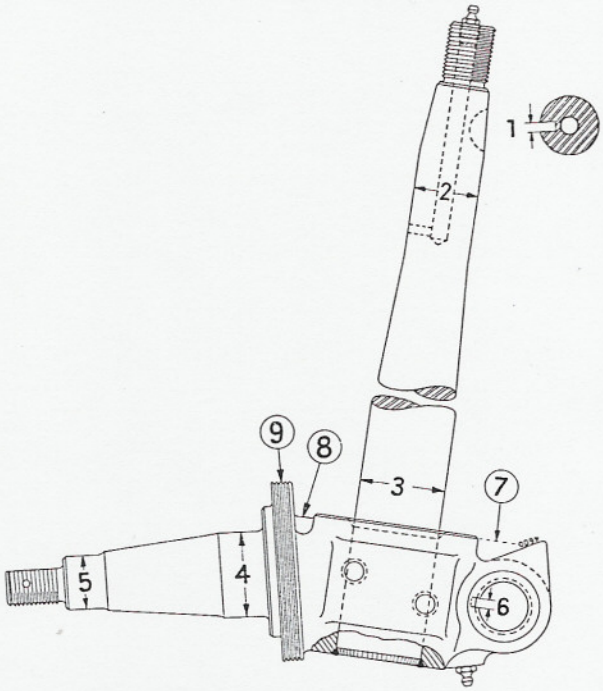

Fig. 577
Les D-320, D-324 et D-430 furent équipés de deux types de fusée. La butée du premier étant soudée à l'intérieur (7), fig. 577, tandis que le deuxième et dernier type a la butée entre la fusée et le porte-fusées (8). De plus, il y a encore une différence dans le nombre de rainures (9) du flasque de l'axe. Le premier type avait 4 rainures, le deuxième 3 seulement.
Vérifier l'usure des logements des roulements sur l'axe de fusée, fig. 577. Les axes de fusée endommagés ou dont l'usure est supérieure à la tolérance seront remplacés.